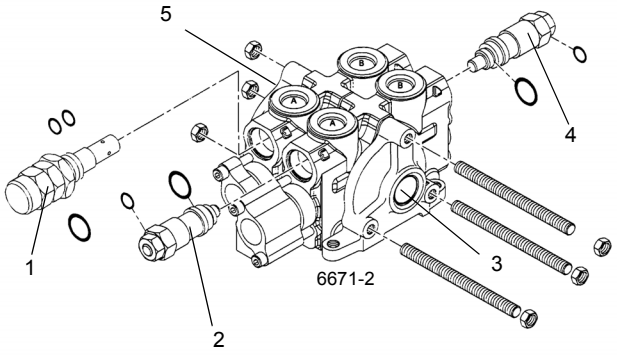

FIGURA 2-11
1. Instale el acoplador de desconexión rápida para diagnóstico con manómetro en la boquilla de la lumbrera de prueba de entrada de la válvula de giro (Figura 2-11).